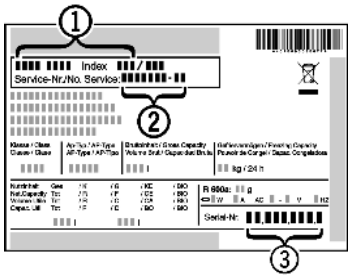

Fig. 54
- ▶ Считать обозначение устройства *Fig. 54 (1)*, сервисный номер *Fig. 54 (2)* и серийный номер *Fig. 54 (3)* с заводской таблички. Заводская табличка находится внутри устройства слева.